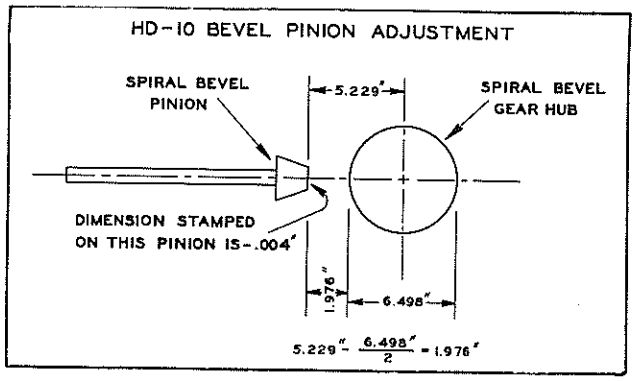

FIG. 12
a. Measure the outer diameter of the bevel gear hub with a micrometer. (This means the outer diameter of the hub flange to which the gear is bolted.) Divide the measurement by 2 and subtract this distance from the theoretical distance—5.229. Fig. 12.
d. Now set inside micrometer to 1.976 and set pinion as shown in Fig. 12. by adjusting shims underneath cover plate at the front end of the bevel pinion shaft.